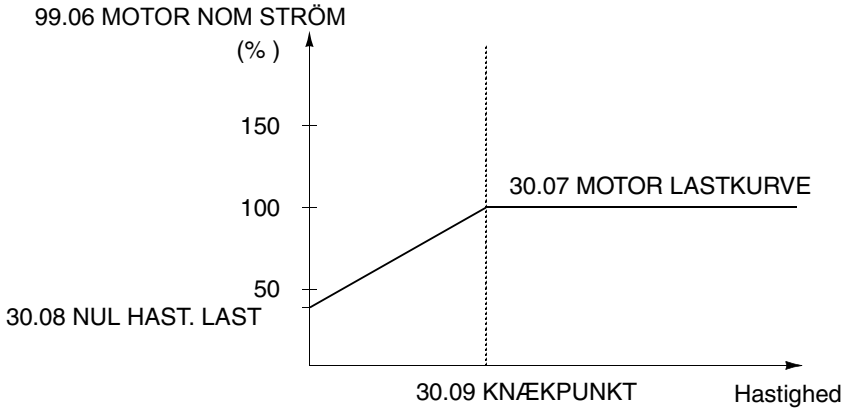

Figur 6-19 Motorbelastningskurve.
- Motoropvarmningen beregnes på basis af en belastningskurve (Figur 6-19). Motoren vil blive opvarmet til en værdi over den nominelle, hvis den arbejder i området over kurven, og blive afkølet, hvis den arbejder i området under kurven. Størrelsen af opvarmning og afkøling indstilles med parameteren MOTOR TERM TID.
Denne parameter definerer det punkt hvor motorens lastkurve begynder at falde fra maximumværdien indstillet af parameter 30.07 MOTOR LASTKURVE til parameter 30.08 NUL HAST LAST. Se Figur 6-19 for et eksempel på en motorlastkurve.